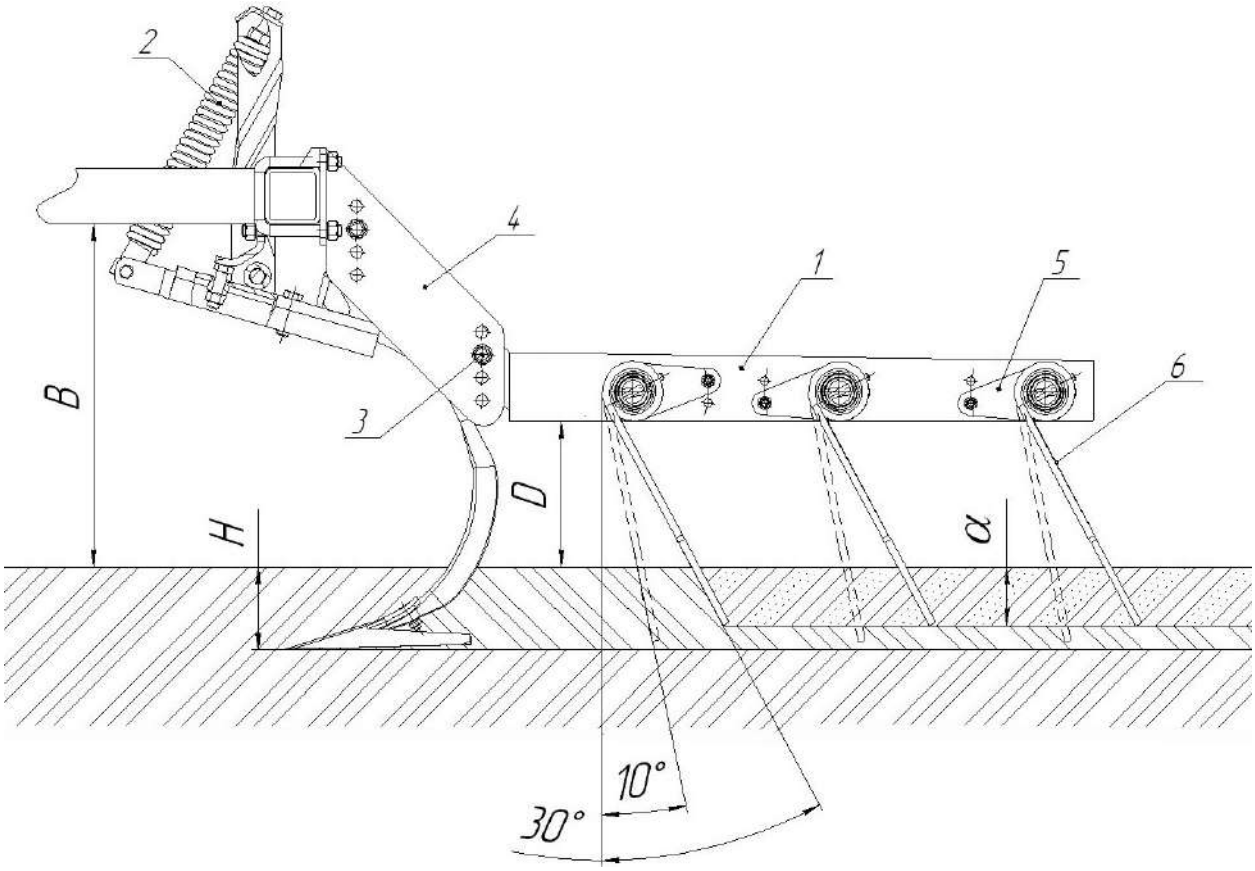

Рисунок 18 – Регулировка положения бороновального модуля
Следует контролировать угол наклона каждой стрельчатой лапы 4±2 мм (рисунок 18), для этой регулировки в конструкции предусмотрена установка регулировочного болта 5 и контргайки 6. Регулировку следует производить на ровной площадке, под опорные колёса подложить бруски, высота которых на 20…30 мм меньше требуемой глубины обработки. После регулировки носки лап должны касаться поверхности площадки, а задняя часть отходить на 4±2мм.
Регулировку степени натяжения пружин натяжителя 1 (рисунок 18) следует производить при эксплуатационной обкатке после регулировки глубины обработки на центральной раме и крыльях. Обратите внимание, что глубина обработки должна быть настроена на всех рабочих органах, отклонение глубины обработки не должно составлять более, чем ±10 мм от заданной.
Бороновальные модули регулируются по высоте установки **D** (рисунок 18) перестановкой места крепления в кронштейне 4 поводка 1 шагом 30 мм, что определяет глубину хода **α** пружинных зубьев 6.
8.1.4. Первое техническое обслуживание (ТО-1) очистить от пыли, грязи и растительных остатков наружные поверхности культиватора; проверить комплектность культиватора, техническое состояние составных частей, отсутствие подтекания масла в гидросистеме, крепление болтовых соединений, правильность регулировки рабочих органов, правильность агрегатирования, степень износа рабочих органов; устранить все неисправности, обнаруженные при осмотре; произвести необходимые регулировочные работы. Заменить, при необходимости изношенные детали на запасные из комплекта ЗИП; проверить давление воздуха в шинах и, при необходимости, подкачать до номинального (6.1.4); смазать, при необходимости, составные части культиватора согласно таблице 3 и схеме смазки (рисунок 18).	Перед началом эксплуатации
8.1.5. Техническое обслуживание перед началом сезона работы (ТО-Э): расконсервировать, очистить детали и узлы от смазки, снять герметизирующие устройства; установить составные части и принадлежности; проверить работу гидросистемы; проверить и подтянуть резьбовые соединения; проверить давление воздуха в шинах и, при необходимости, подкачать до номинального (6.1.4); смазать составные части согласно таблице 3 и схеме смазки (рисунок 18).	Через 60 часов основного времени
8.1.6. Техническое обслуживание при хранении **Техническое обслуживание при подготовке к длительному хранению:** очистить культиватор от пыли, грязи и растительных остатков, произвести мойку культиватора. После мойки обдуть культиватор сжатым воздухом для удаления влаги, доставить культиватор на место хранения; снять и сдать на склад шланги гидросистемы, пневматические шины, инструмент и принадлежности. К снятым составным частям прикрепить бирки с указанием номера машины; герметизировать пробками, заглушками концы маслопроводов и выводы гидроцилиндров; провести консервацию металлических неокрашенных поверхностей (рисунок 18), очистив их от механических загрязнений, обезжирив и просушив; восстановить поврежденную окраску; установить культиватор на подставки или подкладки. При хранении на открытых площадках и в закрытых помещениях допускается не снимать рукава высокого давления и колеса при условии покрытия их светозащитным мелоказеиновым составом.	Перед подготовкой на постановке на длительное хранение
8.1.8. Техническое обслуживание при снятии с длительного хранения: снять культиватор с подставок (подкладок); очистить, расконсервировать составные части; снять герметизирующие устройства; установить на культиватор снятые составные части; проверить работу гидросистемы; проверить и подтянуть резьбовые соединения; смазать составные части согласно таблице 3 и схеме смазки (рисунок 18); довести давление в шинах до номинального (6.1.4); очисть и сдать на склад подставки, заглушки и бирки.
проверить и, при необходимости, подтянуть резьбовые соединения; смазать составные части, при необходимости, согласно схеме (рисунок 18) и таблице 3; проверить давление воздуха в шинах и, при необходимости, подкачать(6.1.4); обнаруженные дефекты устранить. Подготовку к кратковременному хранению необходимо произвести непосредственно после окончания работы, а к длительному хранению – не позднее 10 дней с момента окончания работ. Название смазываемых узлов, периодичность смазки, материалы, используемые для смазки культиватора, приведены в таблице 3. Схема смазки культиватора представлена на рисунке 18.